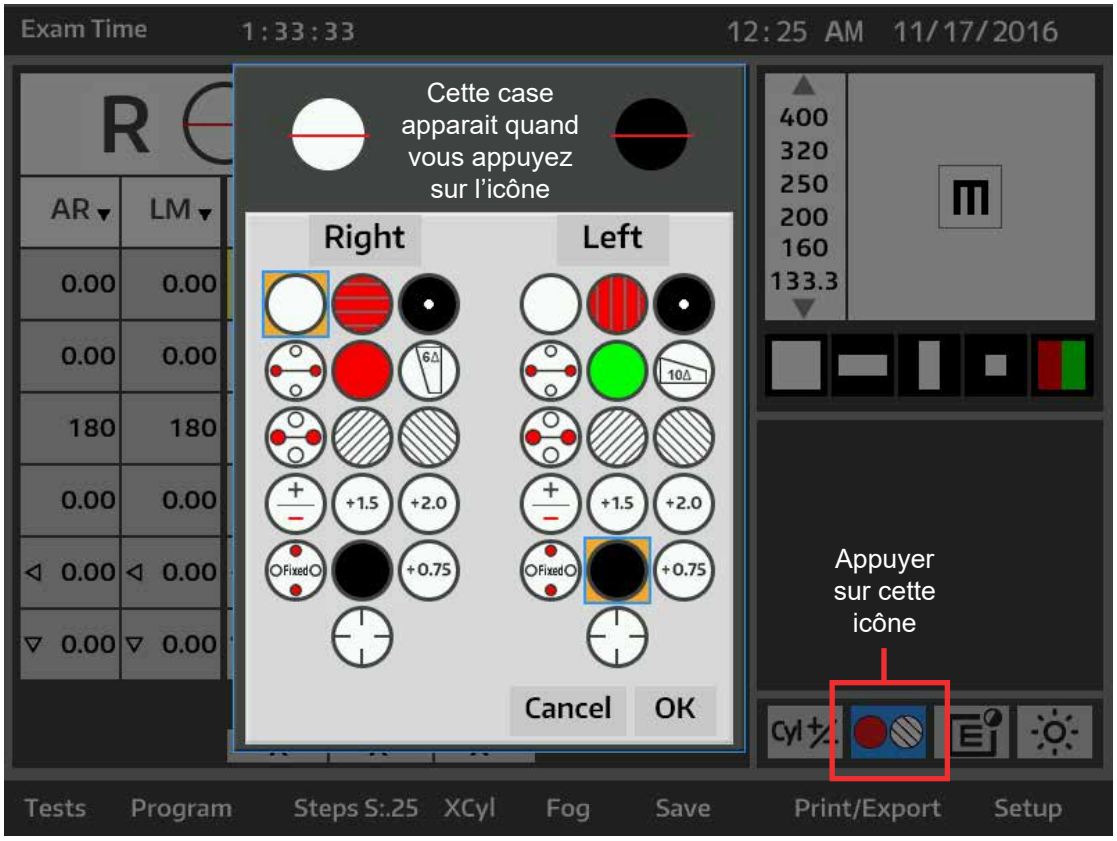

Figure IS-31 Écran Lentilles auxiliaires
1. Appuyer sur l’icône **Lentille ROUGE/POLARISÉE**, qui se trouve au bas de l’écran, juste au-dessous de la grille, pour accéder aux lentilles et aux filtres auxiliaires. Se reporter à la Figure IS-31.
Note : les lentilles et les filtres apparaissent dans une fenêtre contextuelle. Se reporter à la Figure IS-31.
2. Appuyer sur **OK**, au bas de la fenêtre contextuelle, pour appliquer les filtres souhaités sur les ouvertures de la lentille. Se reporter à la Figure IS-31.